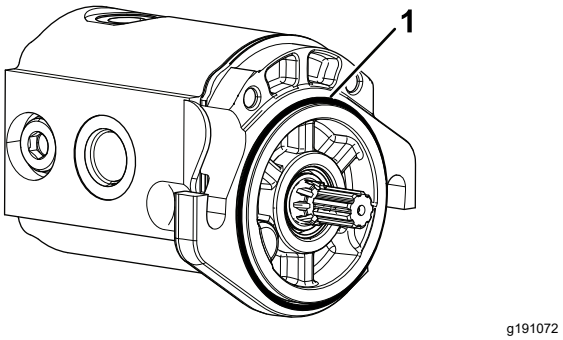

Figura 6
5. Instale o anel de retenção no motor do cilindro (Figura 6).